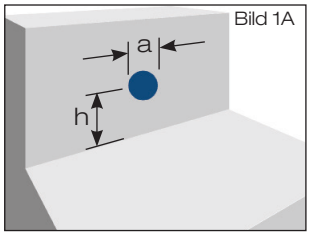

Bild 1A
1.2 Attikakernbohrung nach Tabelle 2 erstellen (Bild 1A).